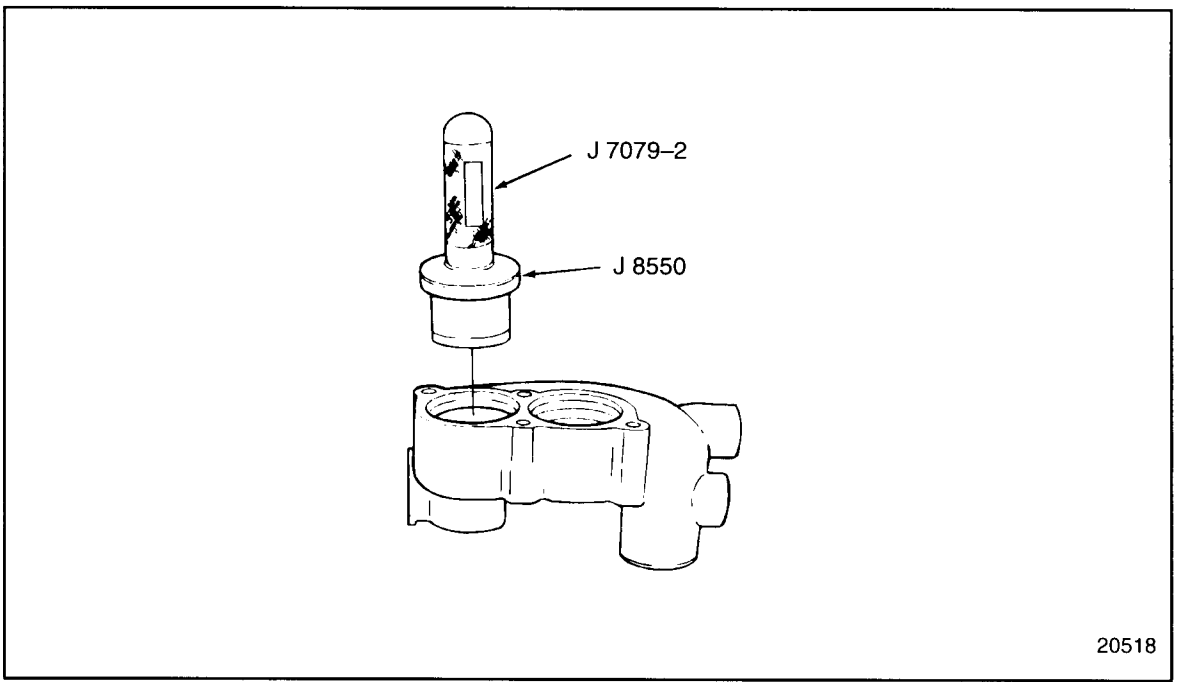

Figure 4-75 Thermostat Housing Seal Insertion
2. Support the thermostat housing on a work bench so that it is level. See Figure 4-75.